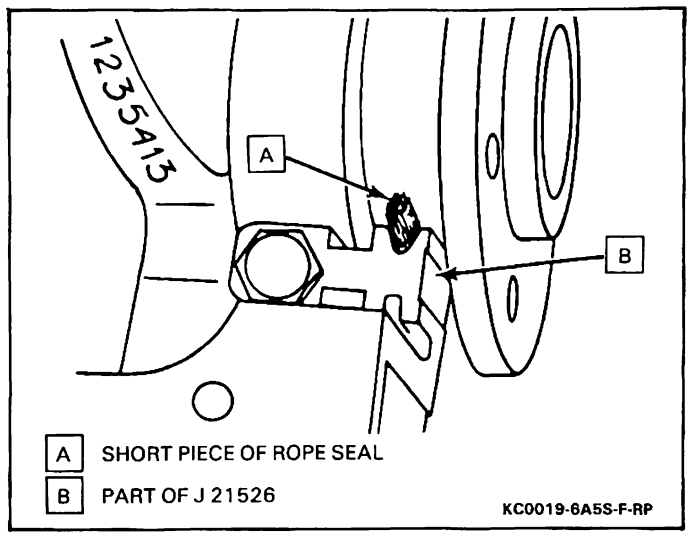

Figure 46 — Guide Tool Installed
4. Install packing guide, part of J 21526, onto one side of the cylinder block (Figure 46).